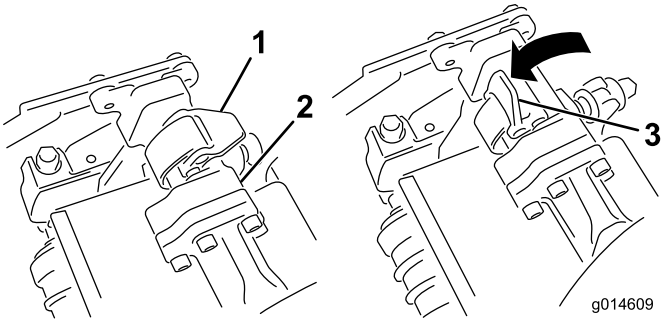
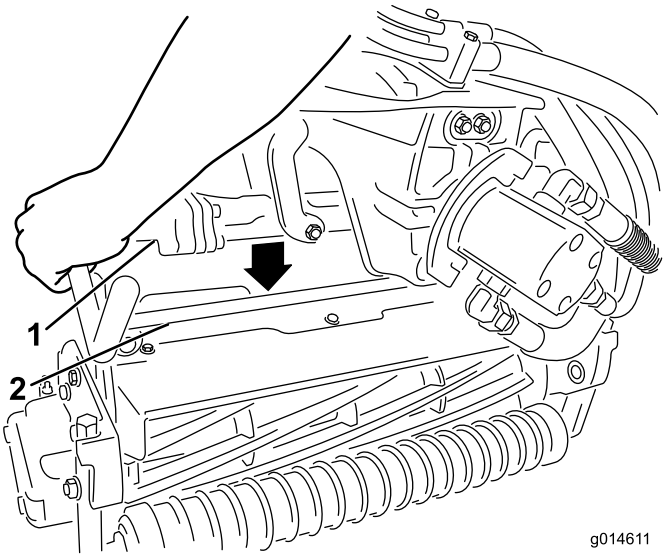

**Figur 32**
**Figur 33**
3. Mens låsehåndtagene på affjedringsarmen peger opad (dvs. er åbne) (Figur 32), skal du skubbe affjedringsarmen ned, så stangen kan sættes over tværstangen på klippeenheden øverst oppe (Figur 33).
4. Luk låsehåndtagene ned og omkring klippeenhedens stang, og lås dem på plads (Figur 32).
4. Åbn låsehåndtagene på affjedringsarmens stang på klippeenheden, som du fjerner (Figur 32).